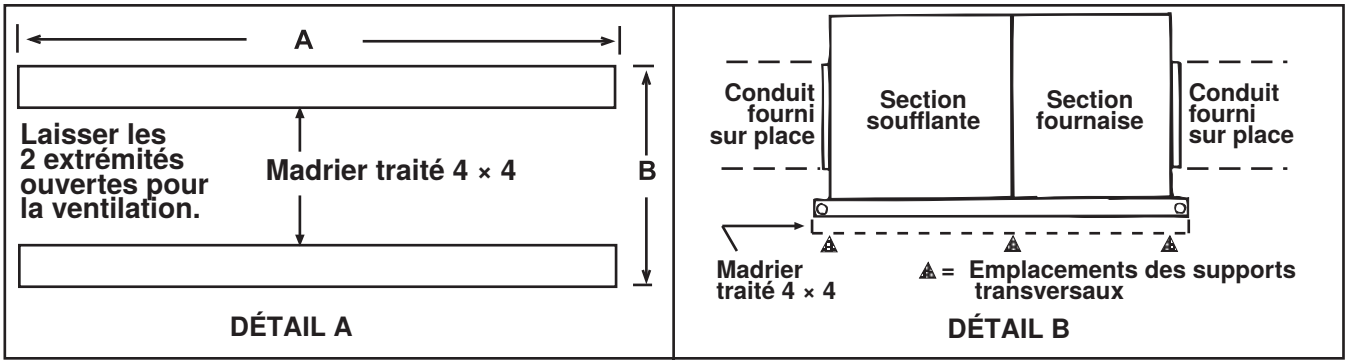

Figure 3. Assemblage de support fourni sur site (se référer au Tableau 6)
1. Coupez les rails en bois 4 × 4 traités pour une longueur conforme à la dimension A (voir **Figure 3**, DÉTAIL A).
2. Espacer les rails (voir dimension B, **Figure 3**, DÉTAIL A) de sorte que la jupe du couvercle d'adaptateur se monte sur le bord des madriers, les rails étant compris dans la longueur horizontale du couvercle d'adaptateur. Si les rails sont posés directement sur le toit, les positionner tel qu'illustré par la **Figure 3**, DÉTAIL A.
3. Dans le cas où les rails en bois traité ne sont pas placés directement sur la surface du toit, des supports transversaux doivent être installés sous les rails, aux extrémités de l'unité, et au niveau des joints du caisson (entre la section soufflante et la section fournaise, ainsi qu'entre la fournaise et le plénum avec coude vers le bas optionnel (voir **Figure 3**, DÉTAIL B).
REMARQUE : La structure de supportage transversale à l'épreuve des intempéries, fournie sur place, doit être conçue pour supporter le poids du système. Les supports transversaux doivent faire toute la largeur du système, supportant les rails aux emplacements recommandés (voir Figure 3, DÉTAIL A).
Dimension (voir Figure 3)	Taille de l'unité (MBTUh)